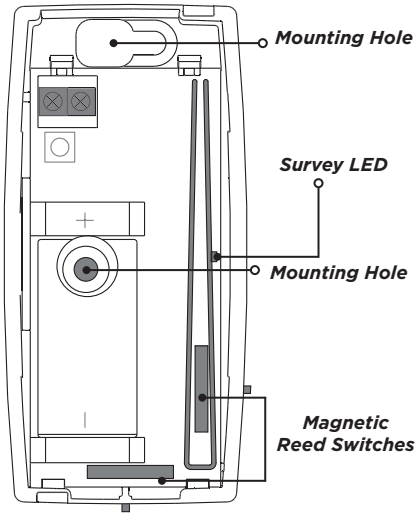

Figure 2: Transmitter Components
2. Hold the transmitter in place with the magnetic reed switch closest to where the magnet will be mounted, See Figure 2. Ensure the transmitter and the magnet are no more than 1" (2.54 cm) apart.